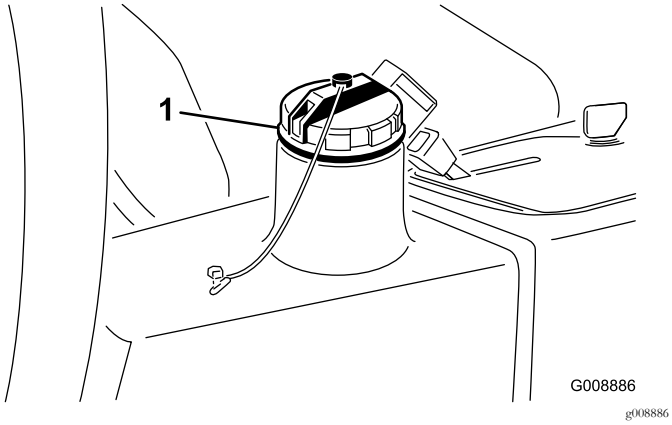

Figur 42
2. Rengjør rundt påfyllingshalsen og lokket på hydraulikktanken (Figur 42) og fjern lokket.